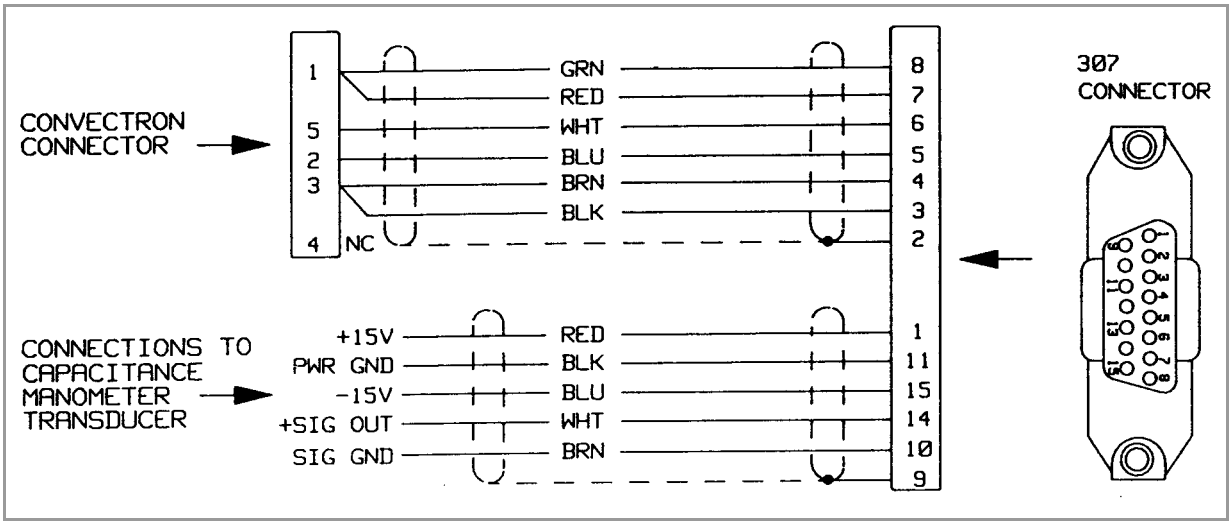

Figure 9-3 *Capacitance Manometer Module, Cable.*
The cable supplied by Granville-Phillips for this module connects to both a Convectron gauge and a capacitance manometer. Since electrical connectors to capacitance manometers are not standardized, Granville-Phillips provides cables terminated with tinned wire leads. Figure 9-3 on page 103 shows the color-coded functions of the wires. Please consult the manual for your capacitance manometer transducer for information on electrical connection, and installation of the transducer in your vacuum system.
1. Be sure the transducer was zeroed properly on initial installation, see your transducer documentation. Connect the cable from the 307 VGC to the capacitance manometer transducer per Figure 9-3 on page 103.
3. Adjust the vacuum potentiometer (116) until the third display line shows a single "0". If the adjustment is turned too far, a minus sign will appear in the display. This proper calibration is achieved when only the "0" appears.